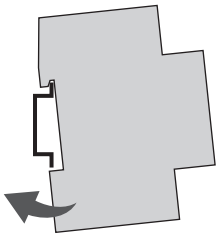

Fig. 5 : Montage sur rail DIN
1. Placez le module LAN par le haut sur le rail DIN (fig. 5) et appuyez-le vers l'arrière jusqu'à ce qu'il s'encliquète.